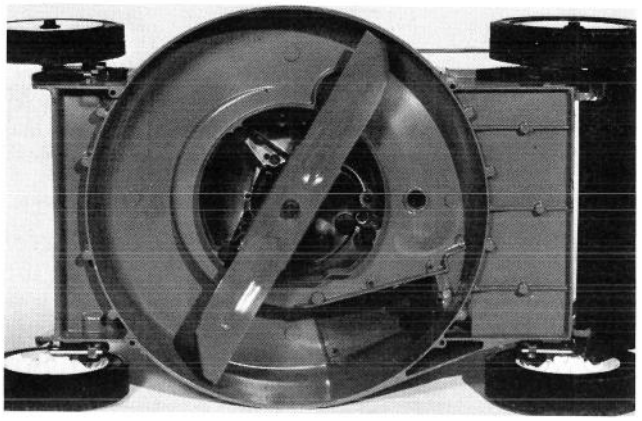

Afbeelding 28
2. Zet maaier op de rechterzijde (Afb. 28).